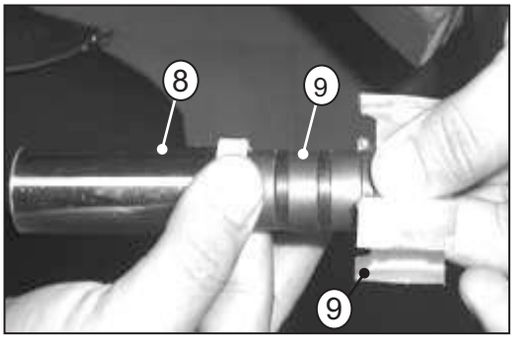

Рис. 5.17d
ВАЖНО: *Не разбирайте магниты (9), так как они установлены в последовательности полярности, которая не должна быть нарушена.(рис. 5.17d).*